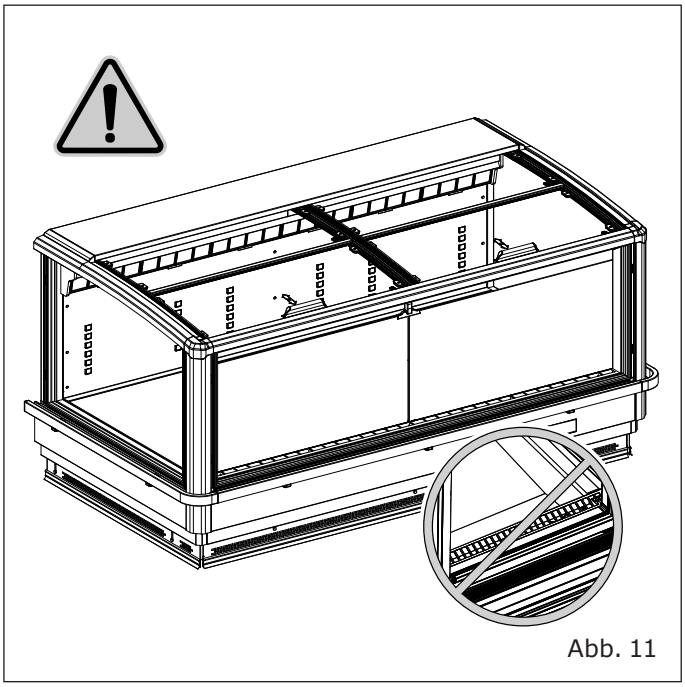

Abb. 11
- Die Waren nicht die Zirkulation der Kaltluft beeinträchtigen ("Abb. 11").